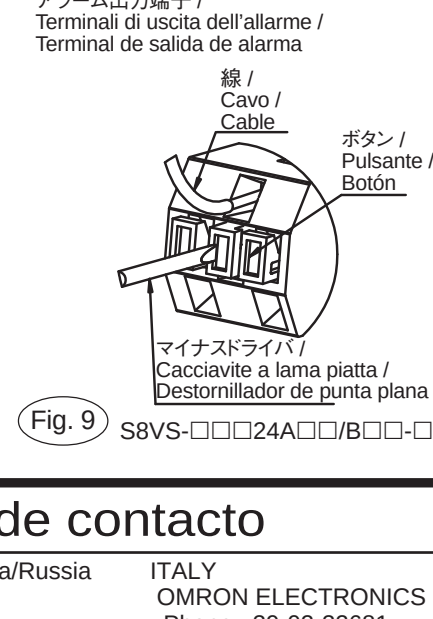

Fig. 9 S8VS-□□□24A□□/B□□-□
■ Cablaggio dei terminali di uscita allarme (Fig.9)
■ Cableado al terminal de salida de alarma (Fig.9)